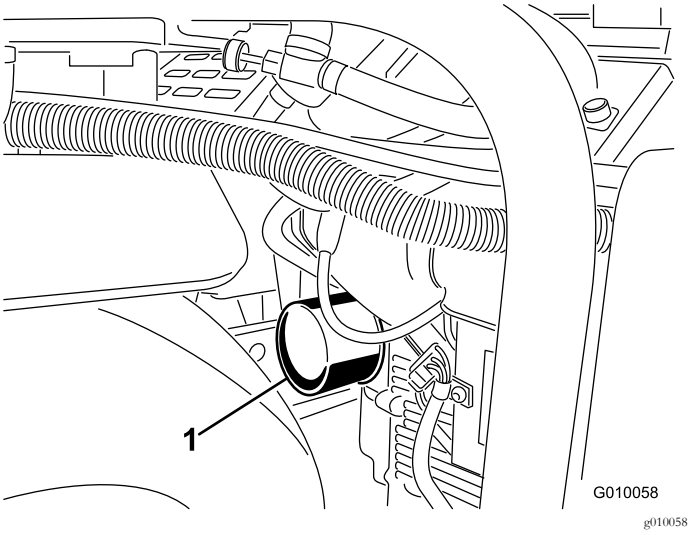
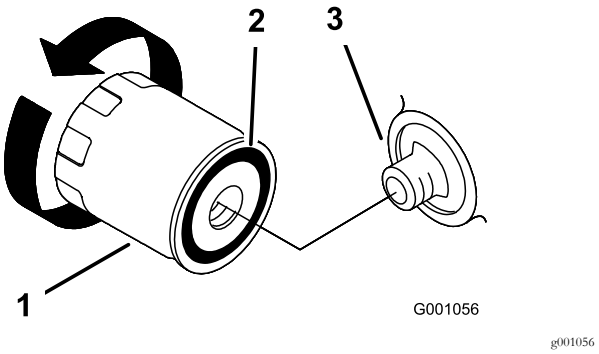

Figuur 47
Figuur 48
5. Plaats een ondiepe opvangbak of een doek onder het filter om olie op te vangen (Figuur 47).
6. Verwijder het oude filter (Figuur 47 en Figuur 48) en veeg het oppervlak van de pakking van het filtertussenstuk schoon.